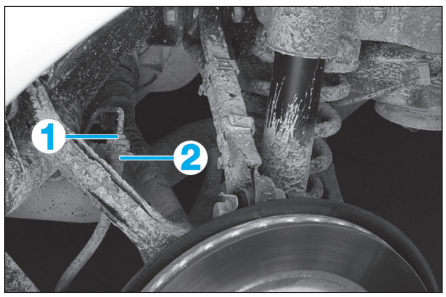

Fig. 15
• Desserrer le raccord (1) du flexible de frein sur la conduite rigide **(Fig.15)**.